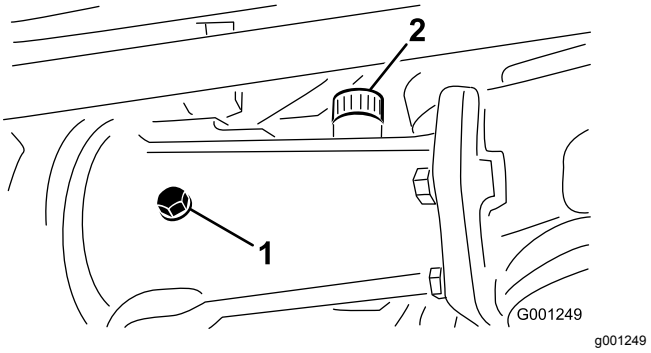
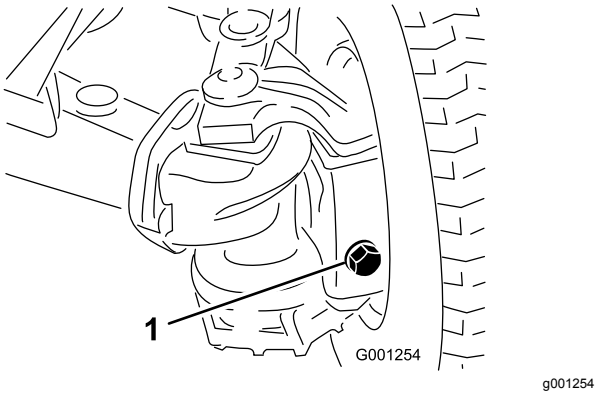

Figuur 59
Figuur 60
2. Verwijder de controleplug uit de behuizing in het midden van de as en de vul/controlepluggen van de twee buitenste behuizingen (Figuur 59 en Figuur 60).
3. Controleer of de tandwielolie tot aan de draden aan de onderkant van de plugopeningen komt (Figuur 59 en Figuur 60).
A. Verwijder de vulplug als u de behuizing in het midden van de as vult (Figuur 59).
B. Voeg de gespecificeerde smeerolie van de achteras toe aan het (de) asreservoir(s) totdat het peil de onderkant van de opening van de controlepluggen bereikt (Figuur 59 en Figuur 60).
C. Indien de plug van de behuizing in het midden van de as verwijderd is, moet u PTFE-dichtmiddel aanbrengen op de draad van de vulplug en deze in de behuizing monteren(Figuur 59).
5. Breng PTFE-dichtmiddel aan op de draad van de controleplug van de behuizing in het midden van de as en de vul/controlepluggen van de 2 behuizingen aan het einde van de as (Figuur 59).
in de 2 behuizingen aan het einde van de as (Figuur 59 en Figuur 60).
1. Aftapplug (3)
8. Breng PTFE-dichtingsmiddel aan de draad van de controleplug van de behuizing in het midden van de as en de vul/controlepluggen van de 2 behuizingen aan het einde van de as, zie Figuur 59 en Figuur 60 in Smeerolie van de achteras controleren (bladz. 54).
9. Plaats de controleplug terug in de behuizing in het midden van de as en de vul/controlepluggen in de 2 behuizingen aan het einde van de as, zie Figuur 59 en Figuur 60 in Smeerolie van de achteras controleren (bladz. 54).